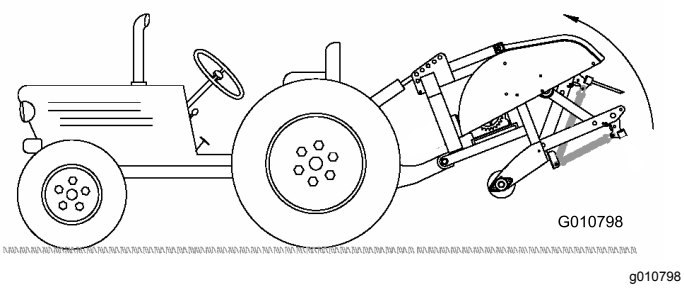

Figur 11
2. Hæv dybdelufteren helt, og træk den hydrauliske topstangscylinder eller topstangen helt tilbage (Figur 11).